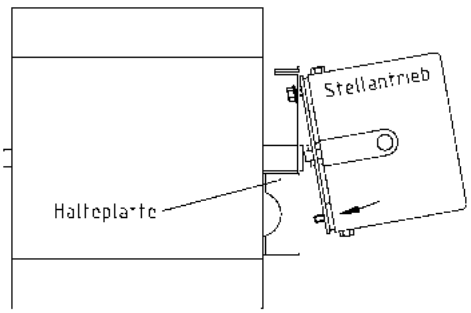

Abb. 4
1. Befestigungsmutter lösen, Öffnungshebel herausziehen. (Abb. 4)
8. Stellstift der Motorsteuerung in Regelstellung drehen, mit Feststellhebel arretieren. (Abb. 4)
9. Öffnungshebel in Achse einschieben, Befestigungsmutter aufsetzen und anziehen. (Abb. 4)